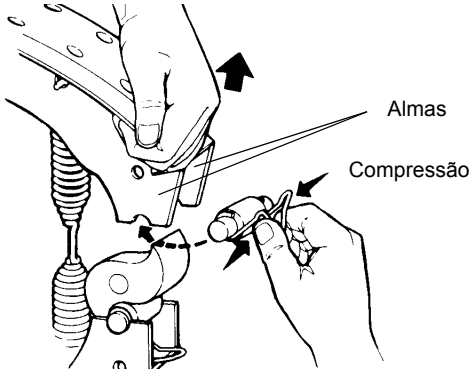

FIGURA 8-48
3. Puxe cada sapata distante do came para deixar espaço suficiente para instalar os roletes e retentores do came. Pressione as orelhas do retentor juntas para permitir que o retentor se encaixe entre as almas da sapata do freio (consulte a Figura 8-48).